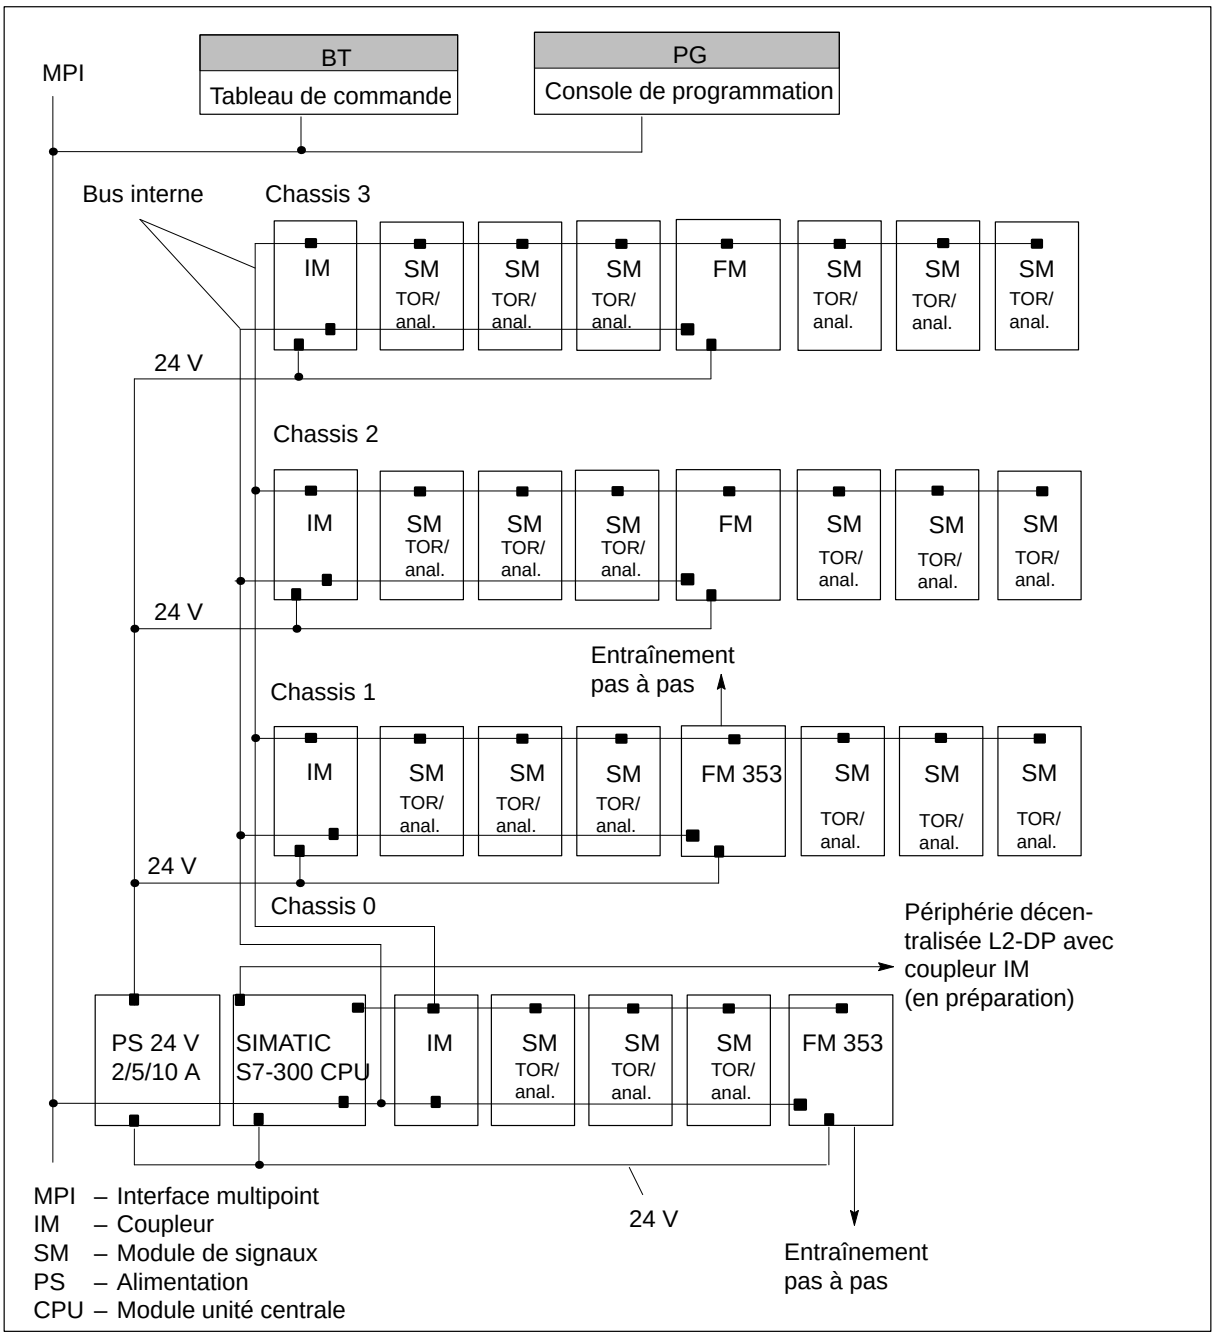

Figure 1-1 Configuration multichâssis d'un SIMATIC S7-300 avec FM 353 (exemple)
Une CPU du SIMATIC S7-300 peut piloter jusqu'à quatre châssis comportant chacun un maximum de 8 modules communiquant sur le bus (cf. Fig. 1-1).
Coupleur (IM)	Il relie les différents châssis d'un S7-300 (s'applique au cas d'une configuration multichâssis, cf. Fig. 1-1).